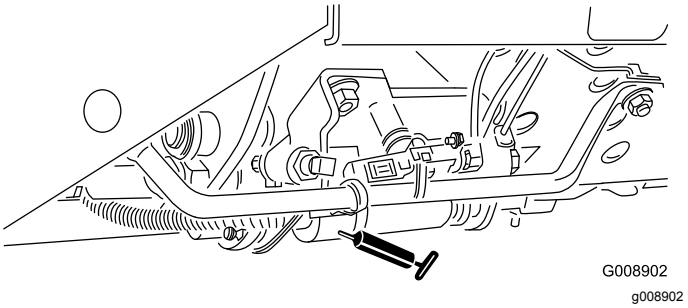

Rysunek 57
- Suwak koszenie/transport (Rysunek 57)